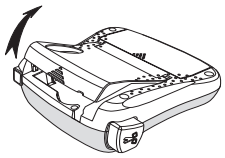

Figur 3
1. Løft opp tapekassettdekslet for å åpne taperommet. Se figur 3.